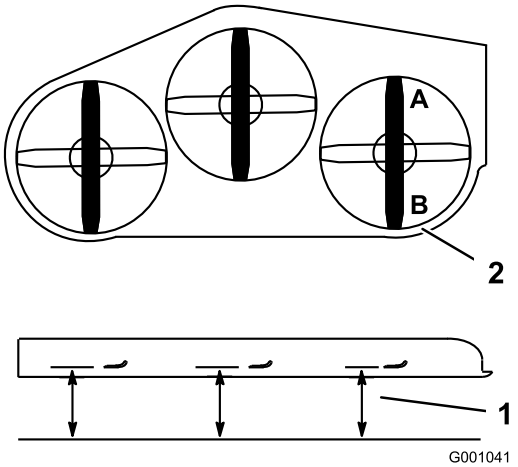

**Figuur 85**
1. Zet het rechter maaimes in de schuinstand (Figuur 85).
2. Meet het rechter mes bij punt **A**. Meet de afstand tussen een horizontaal oppervlak en de snijrand van het maaimes (Figuur 85).
4. Meet het rechtermes bij punt **B**. Meet de afstand tussen een horizontaal oppervlak en de snijrand van het maaimes (Figuur 85).
6. Het maaimes moet 6 tot 10 mm lager staan bij punt **A** dan bij punt**B** (Figuur 85). Indien dit niet het geval is, gaat u als volgt te werk.